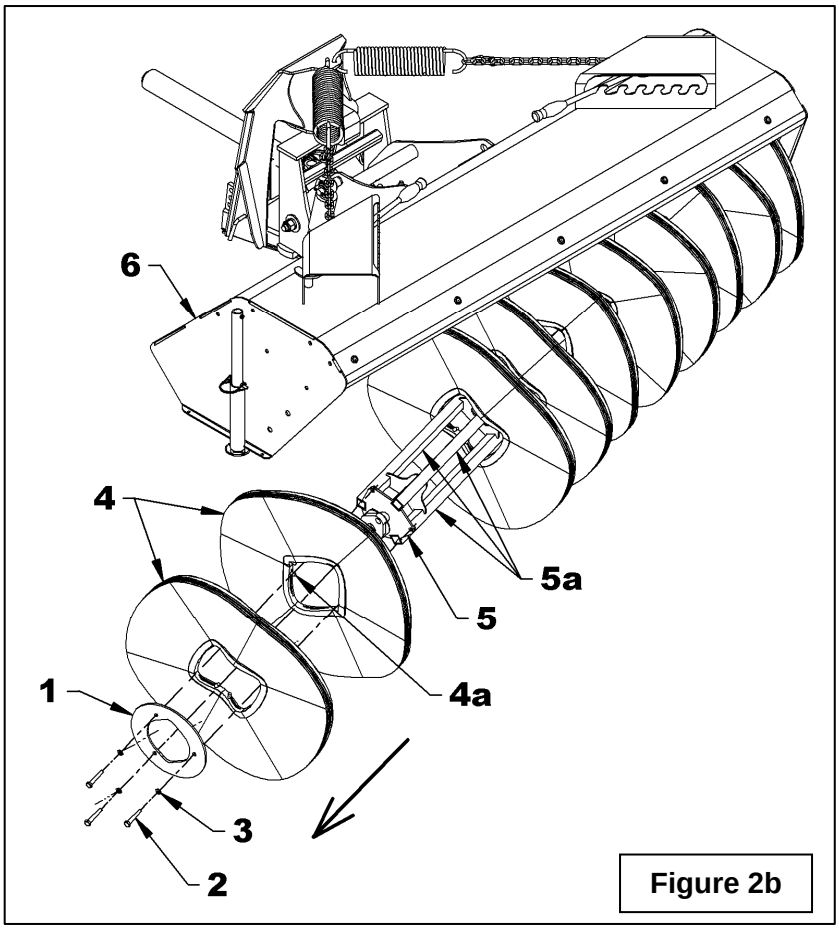
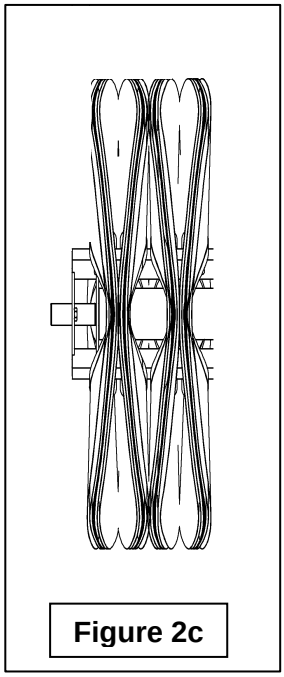

Figure 2b
Figure 2c
6. **Figure 2b:** Retirer les trois boulons hex. 5/16"NC x 1" lg. (item 2), les trois rondelles de blocage 5/16" (item 3) et la plaque de retenue (item 1) du support de brosse (item 5). Dégager ensuite toutes les brosses (item 4) du support de brosses (item 5).
7. **Figure 2b:** Installer chaque brosse (item 4) dans le sens opposé à celle voisine (voir **Figure 2c**). Les deux tiges de chaque brosse (item 4a) servant de fixation sur le support de brosses doivent être alternées de 120° (1/3 de tour) afin d'avoir une répartition équilibrée sur chacun des trois tubes carrés (item 5a) du support de brosses.
8. **Figure 2b:** Fixer ensuite les brosses à l'aide de la plaque de retenue (item 1), des trois boulons hex. 5/16" NC x 1" lg. (item 2) et des trois rondelles de blocage 5/16" (item 3).